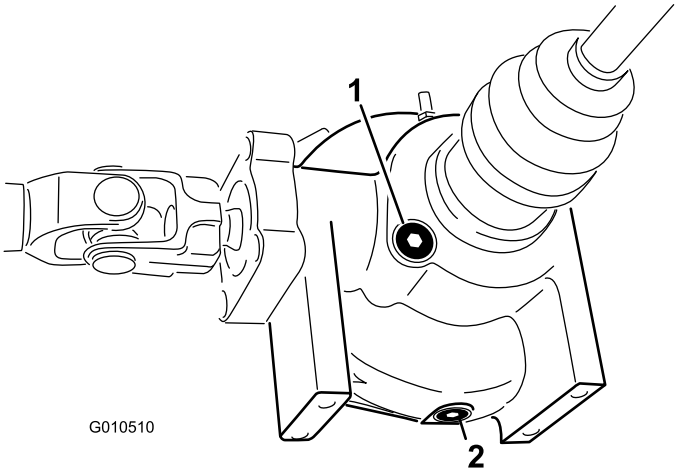

Figur 51
2. Rengør området rundt om aftapningsproppen på siden af differentialet (Figur 51).